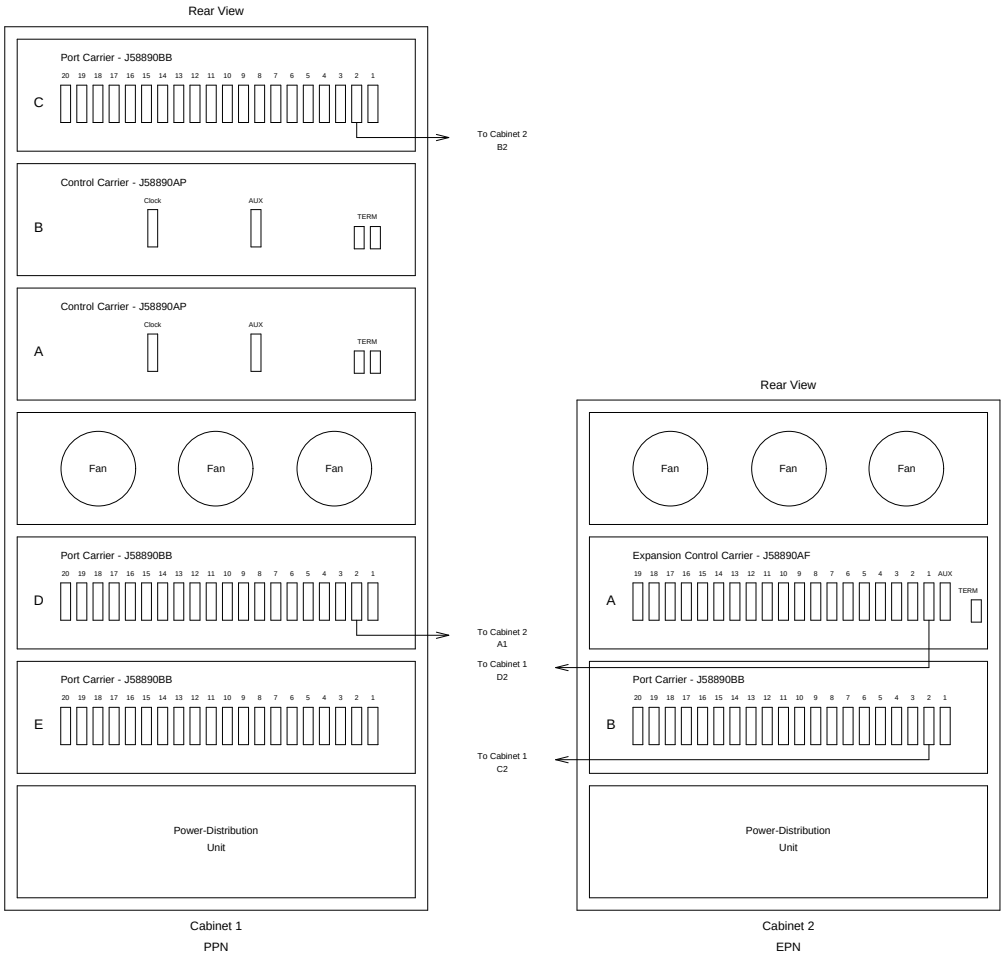
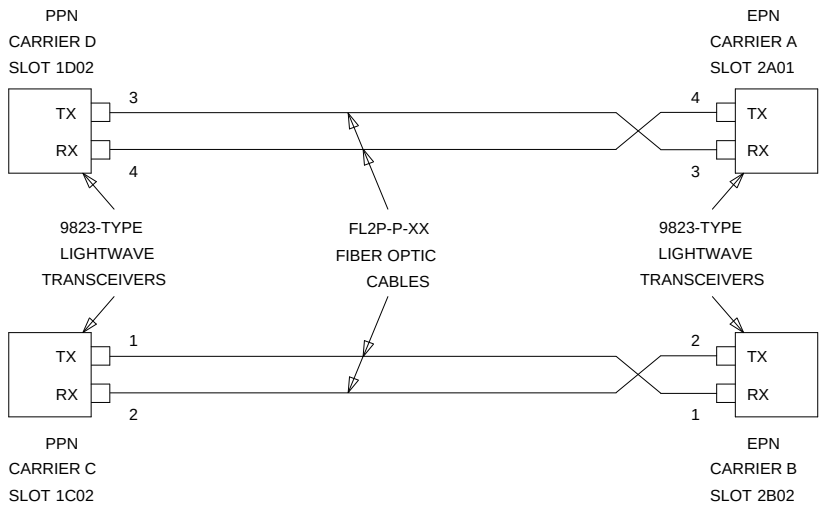
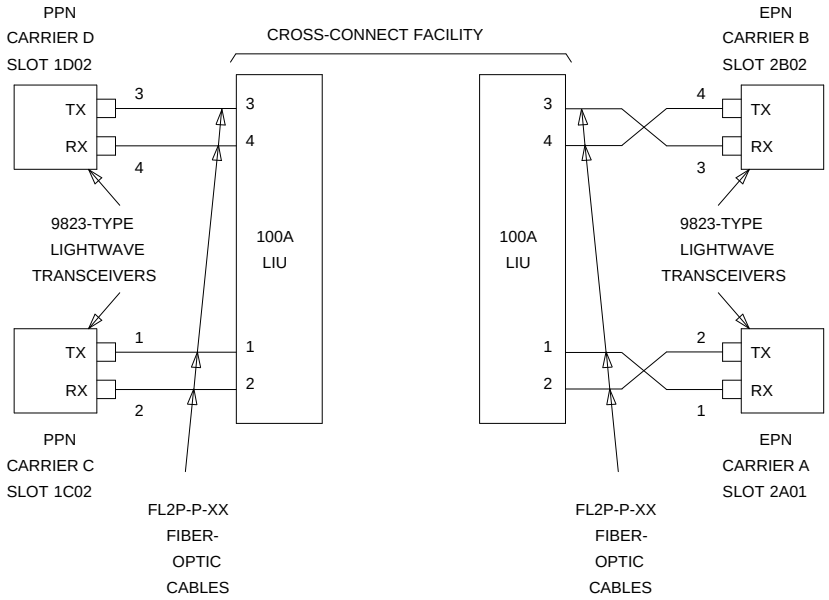

Figure 3-43. Critical-Reliability G3r V4 with Two Port Networks
Figure 3-44. With Critical Reliability
Figure 3-45. With Critical Reliability
The connectors on the lightwave transceivers are labeled either “TX” (transmit) or “RX” (receive), while the fibers attached to each connector are numbered either ‘‘1’’ or ‘‘2.’’ A viable fiber connection is only made when both fibers in each cable (that is, ‘‘1’’ and ‘‘2’’) route from the “TX” connector of a port network to the “RX” connector of its adjacent port network. For an example, refer to Figure 3-44.
1. Behind port carrier C of the PPN cabinet (see Figure 3-43 and Figure 3-44):
1. Behind port carrier C of the PPN cabinet (see Figure 3-43 and Figure 3-45):